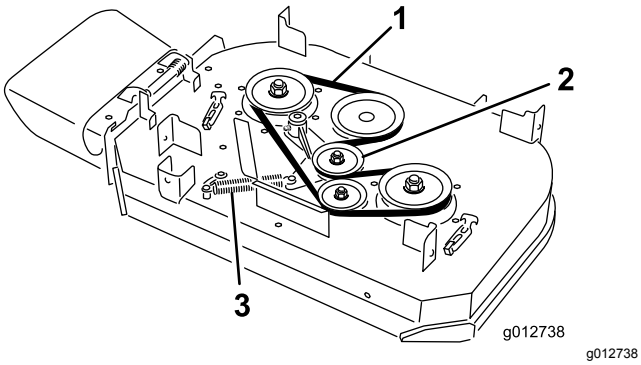

Rysunek 63
4. Zdejmij sprężynę z kołka zaczepu na jałowym kole pasowym (Rysunek 63).
5. Zdejmij zużyty pasek kosiarki (Rysunek 63).
6. Załóż nowy pasek wokół koła sprzęgła, kół pasowych podwozia tnącego i jałowego koła pasowego (Rysunek 63).
7. Załóż sprężynę na kołek zaczepu na ramieniu jałowego koła pasowego (Rysunek 63).
8. Załóż sprężynę na kołek zaczepu na ramieniu jałowego koła pasowego (Rysunek 63).